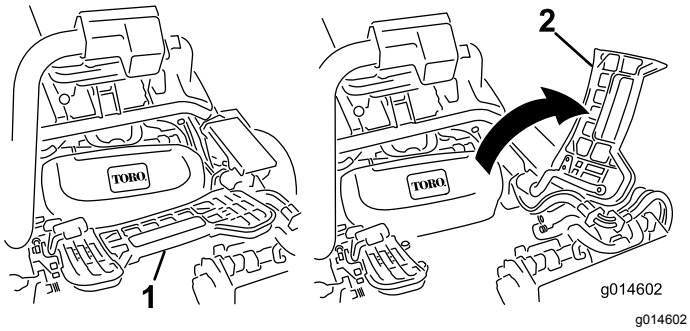

Рисунок 31
1. Поднимите и поверните вверх подножку, открывая доступ к центральному режущему блоку (Рисунок 31).